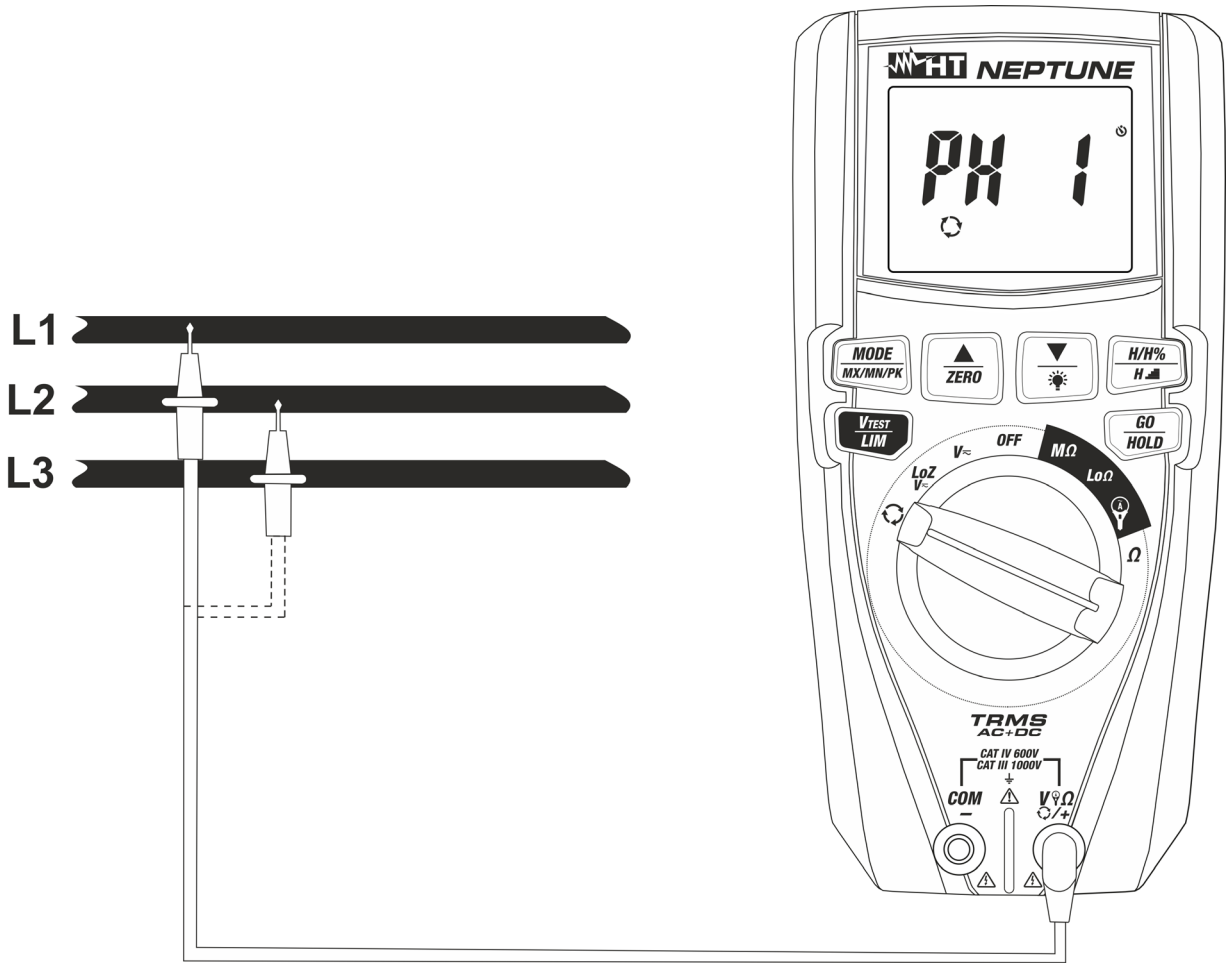
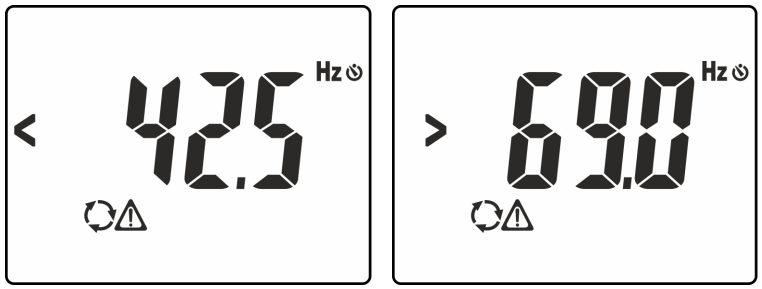
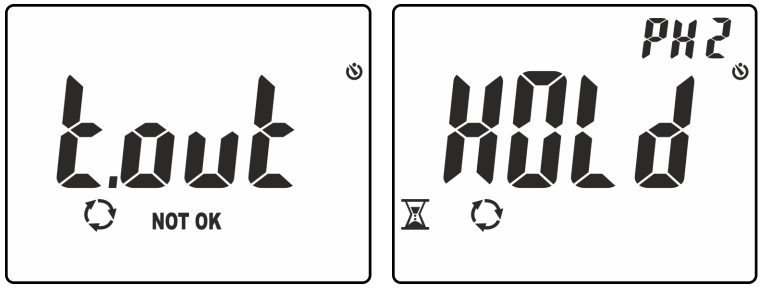

Fig. 10: Uso del instrumento para prueba de sentido cíclico y concordancia de las fases
Fig. 11: Señalación de tensión con frecuencia errónea
Fig. 13: Reconocimiento fase L1 y espera para fase L2
3. Posicione la punta roja sobre la fase **L1** del sistema trifásico en examen (ver la Fig. 10). Los siguientes mensajes pueden ser mostrados en pantalla (ver la Fig. 11) identificando la presencia de una señal de tensión con frecuencia externa al intervalo **42.5Hz ÷ 69Hz** En tales condiciones el instrumento no realiza la prueba
6. Posicione la punta roja sobre la fase **L2** del sistema trifásico en examen (vea la Fig. 10). En el caso en el que el paso entre la fase L1 y la fase L2 ocurra en un tiempo superior a **10s** el instrumento muestra el mensaje "**t.out**" en pantalla (ver la Fig. 13 – parte izquierda) En condiciones correctas de tensión y frecuencia, el instrumento muestra el mensaje "**HOLD**", los símbolos ⧗ y "PH2" y emite un sonido continuo en espera del reconocimiento de un valor estable de tensión sobre la fase L2 (ver la Fig. 13 – parte derecha)